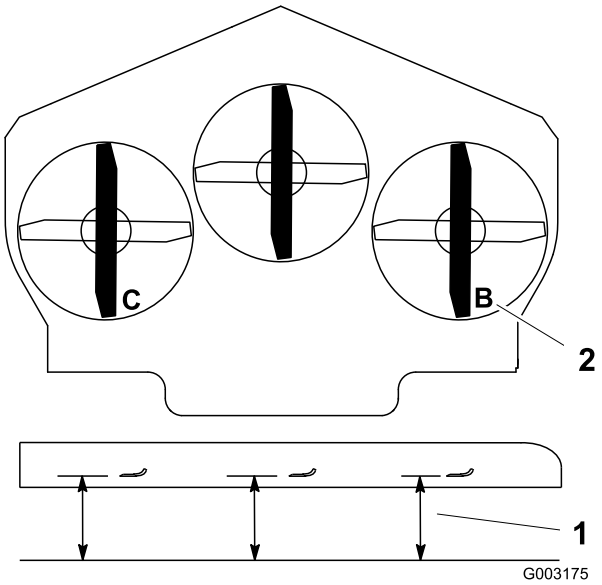

Figur 78
1. Ställ in den högra knivens främre-bakre lutning (Figur 78).
2. Mät den högra kniven vid punkt **B**, från en plan yta till knivens egg (Figur 78).
4. Ställ in den vänstra knivens främre-bakre lutning (Figur 78).
5. Mät vänster kniv vid punkt **C** (Figur 78), från en plan yta till knivens egg.